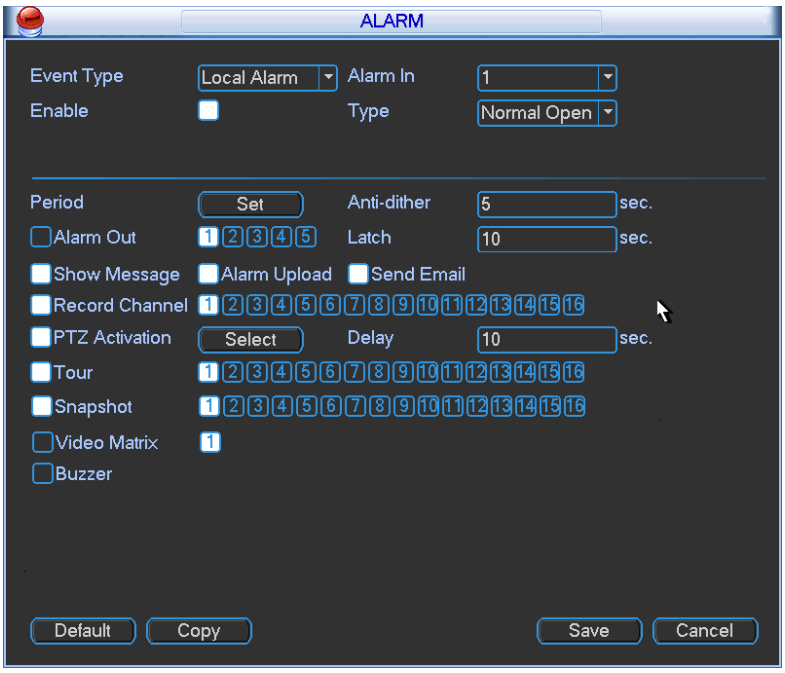

Figure 4-34
In the main menu, from Setting to Alarm, you can see alarm setup interface. See Figure 4-34.
Alarm interface is shown as below. See Figure 4-34.
- ✧ In Figure 4-34, click “select” button, you can see an interface is shown as in Figure 4-35. Here you can set the activation operation such as preset tour, pattern and enable.